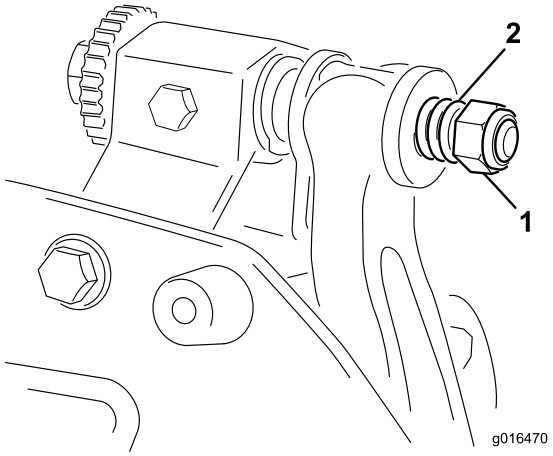

Figura 21
3. Apriete la tuerca de tensado del muelle hasta que el muelle esté comprimido del todo, luego aflójela 1/2 vuelta (Figura 21).